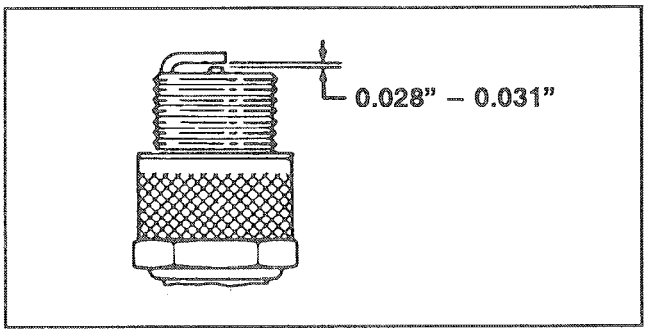

Figure 28
3. Set air gap at 0.028"– 0.031" (Fig. 28). Install correctly gapped spark plug and tighten firmly to 20 ft–lb.